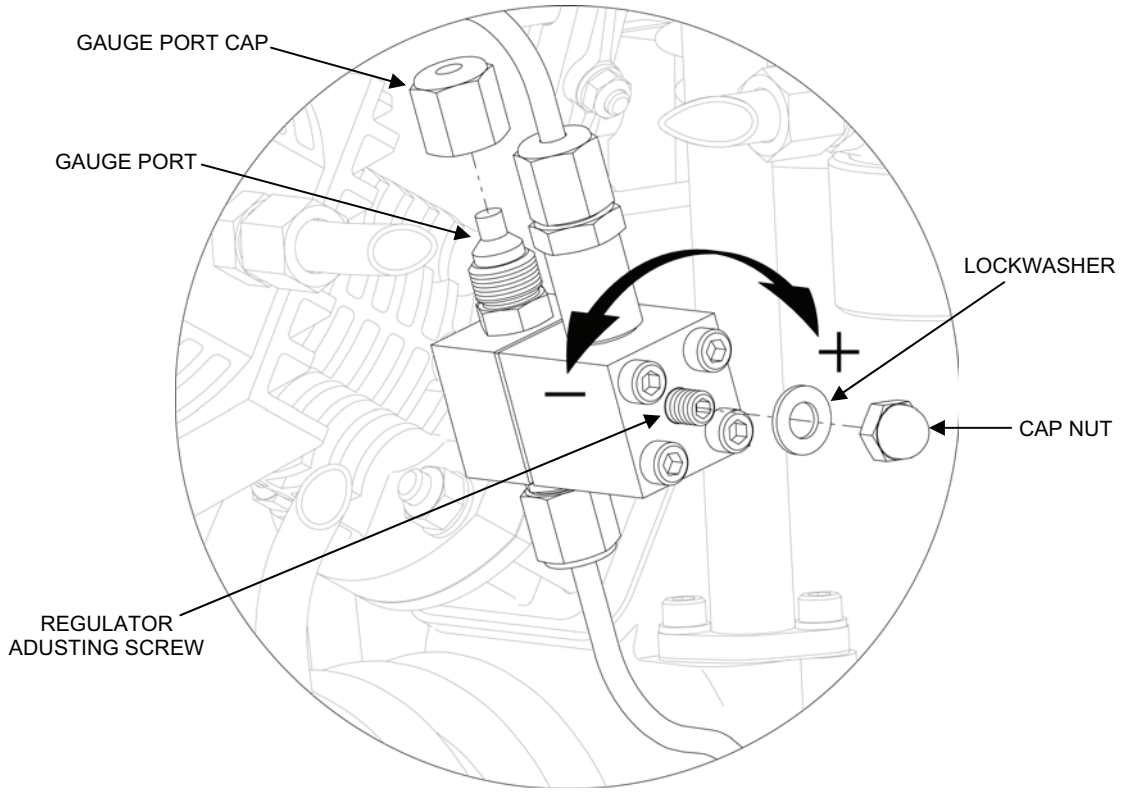

Figure 4. Oil Pressure Regulator Adjustment.
6. Adjust the new regulator as follows (see Figure 4):
7. Install the pressure gauge on the oil pressure regulator gauge port (see Figure 4).